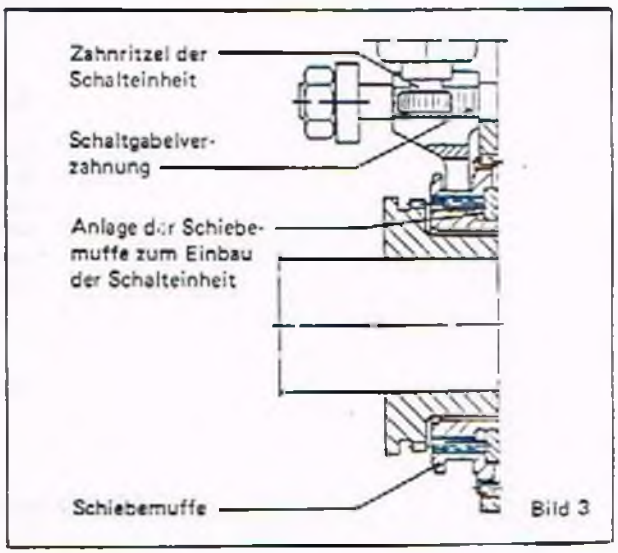
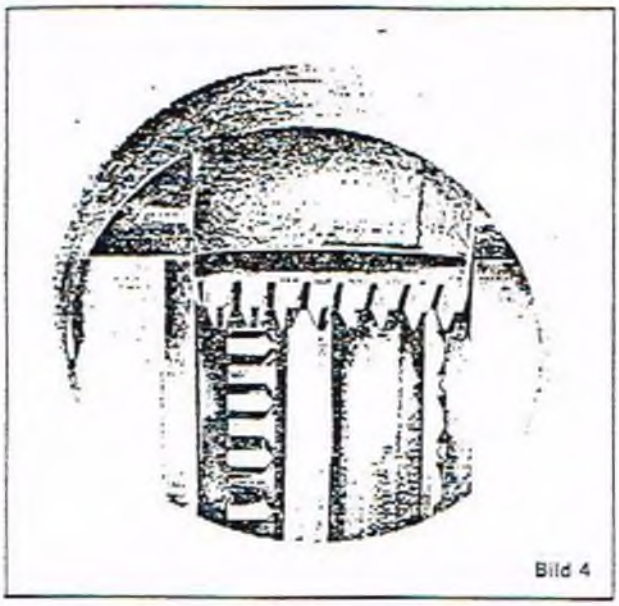

Bild 3
Bild 4
2. Die Schiebemuffe im Getriebe ist, wie in Bild 3 dargestellt, in Anschlagposition zu bringen. Auf diese Schaltposition ist auch die neue Schalteinheit werkseitig eingestellt; siehe auch umseitig Bild 4 mit Blick in das Getriebeinnere.